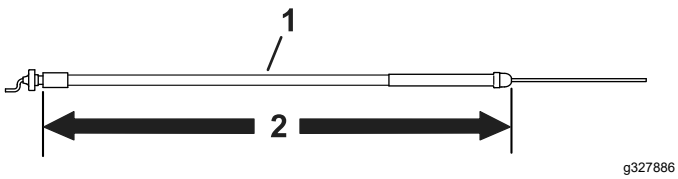

Figura 7
- Utilize o cabo do acelerador que tenha 158,3 cm de comprimento para todos os modelos, mas não para uma unidade de tração modelo 04056; consulte a Figura 7.